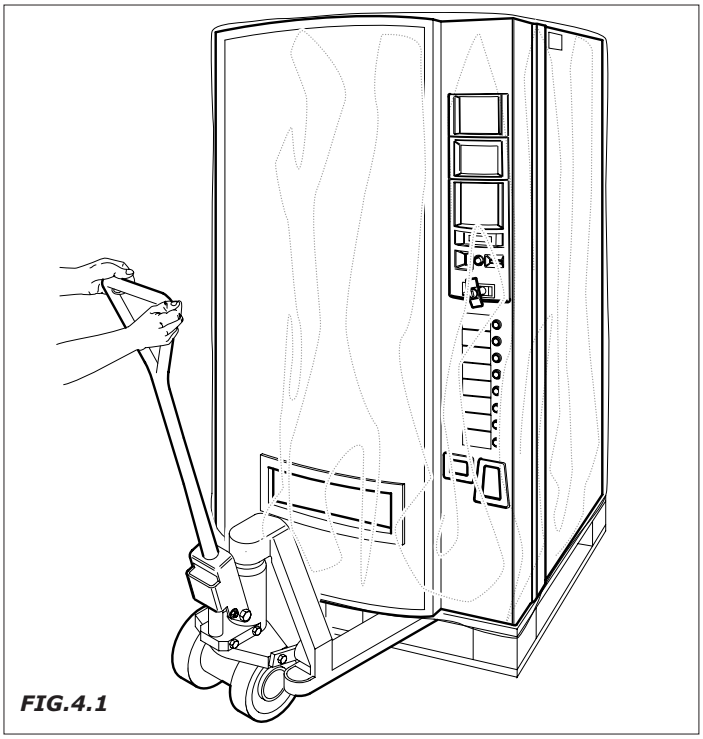

FIG.4.1
4.1 Traslado y Transporte (Fig.4.1)